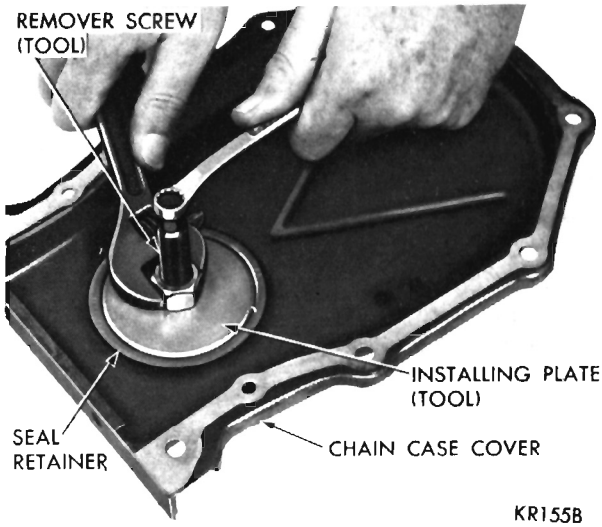

Fig. 30—Installing New Seal
(8) Install flat washer and nut on remover screw, hold screw and tighten nut (Fig. 30).
(9) The seal is properly installed when the neoprene is tight against face of cover. Try to insert a